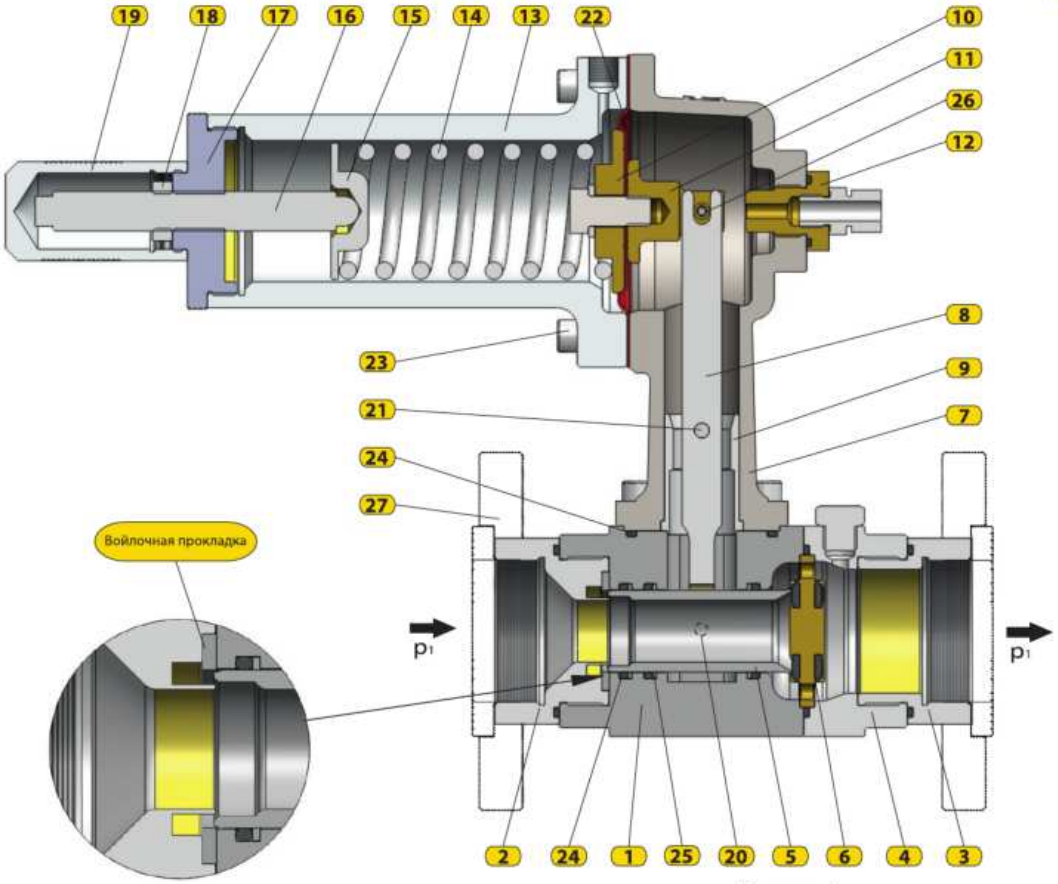

Рисунок 4.
Осевой регулятор давления: 126-АХ (рис.4) стандартно идет с резьбовыми (2) и фланцевыми соединениями (27). Материалы, типоразмеры и монтажные размеры регулятора определяются в зависимости от класса давления. Для регуляторов с макс. входным давлением до 25 бар корпус изготавливается из алюминиевых сплавов, для большего давления - из стали. Для регуляторов до 25 бар на подвижном сопле установлены два уплотнительных кольца «О», и три уплотнительных кольца «О» на сопле установлены для регуляторов давления ANSI300 и ANSI600 для более высоких входных давлений. Седло регулятора (6) выполнено таким образом, что в случае герметизации уплотнительного элемента с одной стороны седла симметричная сторона может использоваться при повороте аппарата на 180°. В каждом регуляторе установлены войлочные